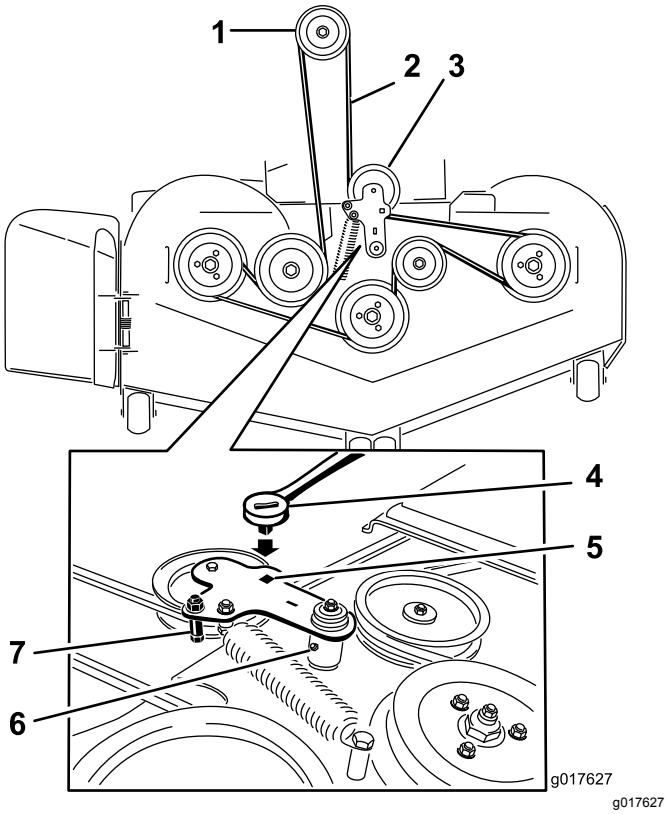

図 87
5. フロアパンを持ち上げて、デッキアイドラの四角い穴にラチェットを差し込む図 87。
6. デッキアイドラを右に回転させて刈り込みベルトを外す図 87。